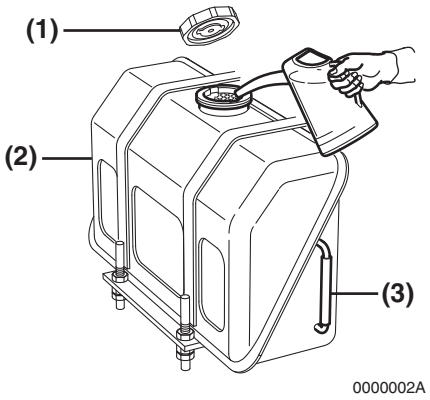

Figure 4-3
1. Clean the area around the fuel cap **(Figure 4-3, (1))**.
2. Remove the fuel cap **(Figure 4-3, (1))** from the fuel tank **(Figure 4-3, (2))**.
3. Observe the fuel level sight gauge **(Figure 4-3, (3))** and stop fueling when gauge shows fuel tank is full. NEVER overfill the fuel tank.